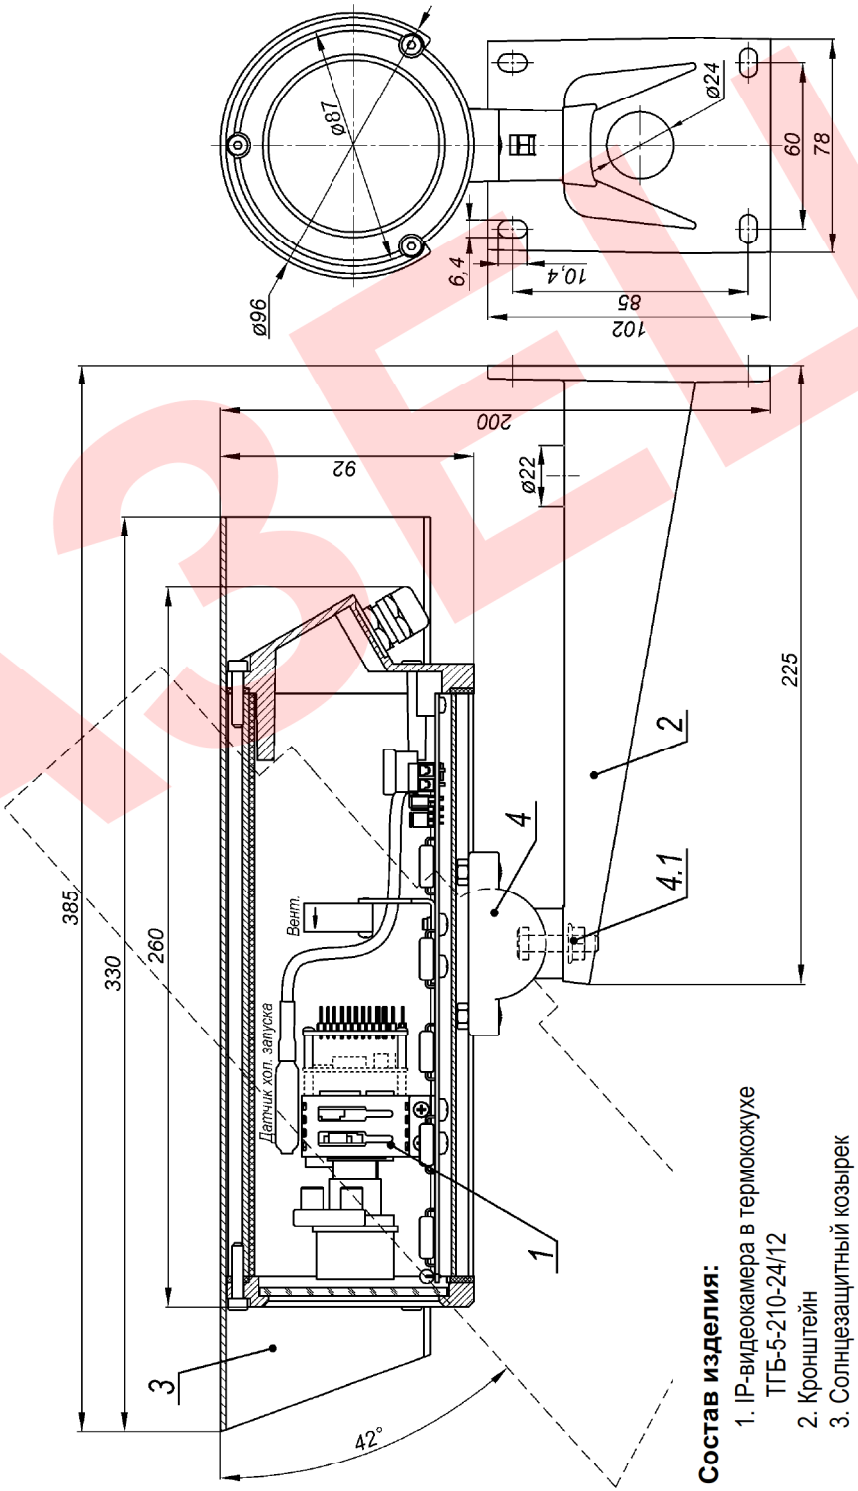

Рис.1 Состав изделия. Габаритные и установочные размеры
1. Установить кронштейн (поз.2 рис.1) на штатное место, закрепить на нём термокожух с видеокамерой (поз.1 рис.1).
7. Ослабив гайку болта (поз.4.1 рис.1) фиксации шарнира (поз.4), установить видеокамеру на нужное направление обзора, после чего надёжно зафиксировать шарнир, затянув гайку.